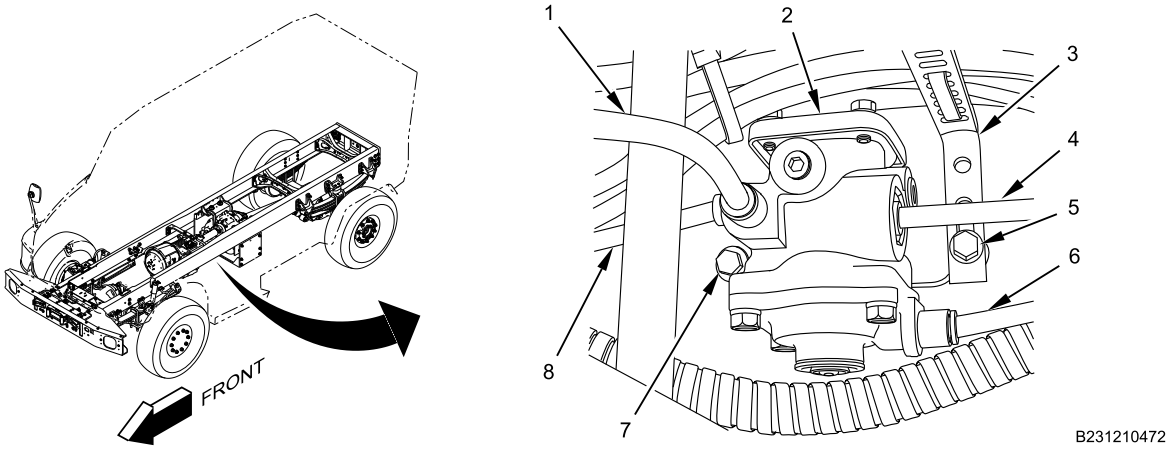

Figure 1. Spring Brake Modulating Valve.
1. Disconnect GREEN air line (Figure 1, Item 1) from spring brake modulating valve (Figure 1, Item 2).
2. Disconnect YELLOW with BLACK bands air line (Figure 1, Item 4) from spring brake modulating valve (Figure 1, Item 2).
3. Disconnect ORANGE air line (Figure 1, Item 6) from spring brake modulating valve (Figure 1, Item 2).
4. Disconnect YELLOW air line (Figure 1, Item 8) from spring brake modulating valve (Figure 1, Item 2).
5. Remove spring brake modulating valve mounting bolts (Figure 1, Item 5 and 7) from spring brake modulating valve (Figure 1, Item 2) and harness bracket (Figure 1, Item 3) and remove valve.